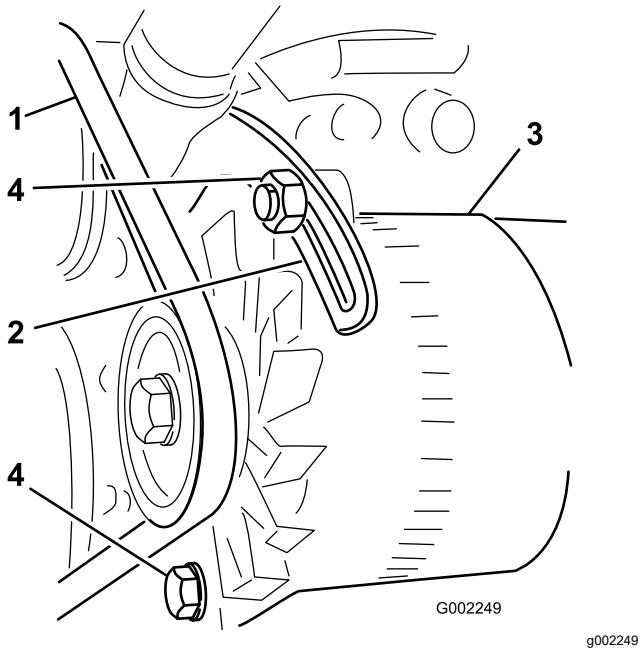

Figure 101
3. Loosen the bolt at the pivot point of the alternator; loosen the bolt that secures the alternator to the slotted brace (Figure 101).